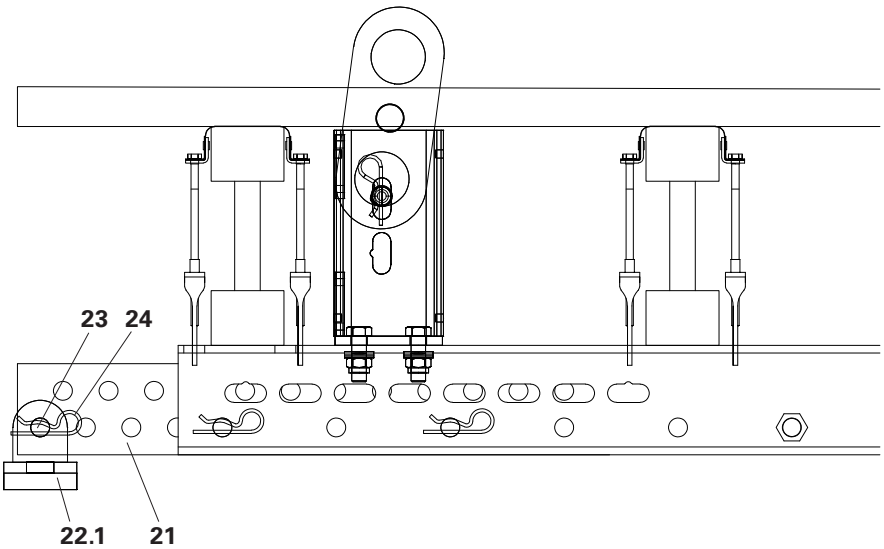

Abb. B7.03
1. Vor dem Einheben der Schachtbühne den Auflager-Adapter Verbinder (**22.1**) mit Passbolzen (**23**) an dem Schachtbühne SRU Verbinder (**21**) befestigen und mit Federsteckern (**24**) sichern (Abb. B7.03).